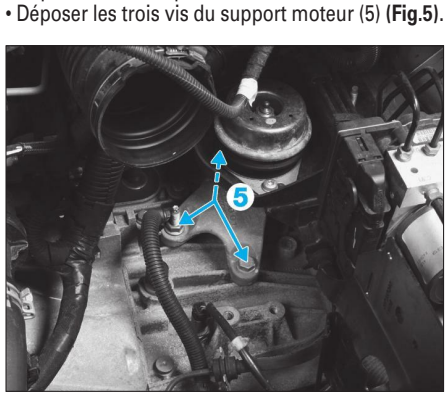

**Fig. 5**
• Déposer les trois vis du support moteur (5) **(Fig.5)**.